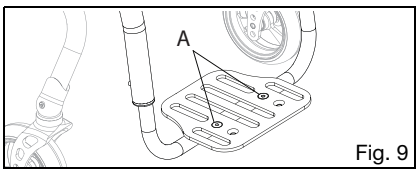

Fig. 9
1. Use una llave Allen de 4 mm para aflojar los dos tornillos (Fig. 9:A) que aseguran la bandeja apoyapiés a la abrazadera de la bandeja apoyapiés. No quite los tornillos de la bandeja apoyapiés. Una vez flojos, la bandeja apoyapiés girará fácilmente alrededor del tubo de extensión del apoyapiés.
2. Seleccione la posición deseada y vuelva a apretar los dos tornillos M6 (Fig. 9:A) a 80 in/lb (9.04 N*m).